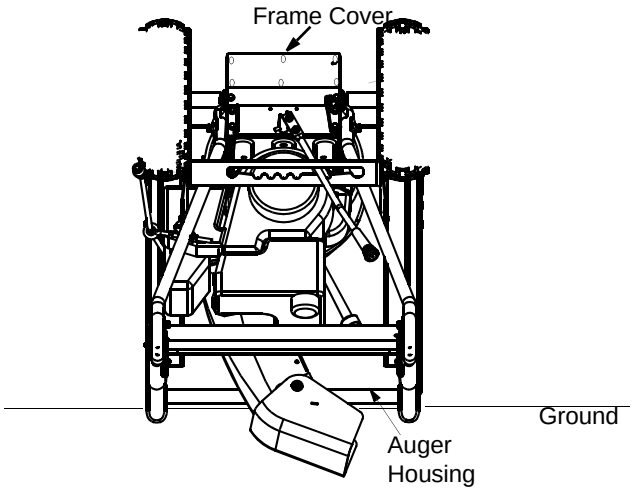

Figure 17
2. Tip the snow thrower up and forward, so that it rests on the housing. See Figure 17. Remove the six self-tapping screws from the frame cover underneath the snow thrower.
1. Drain gasoline and engine oil from the snow thrower. Place plastic film under the gas cap if the snow thrower has already been operated. Tip the snow thrower so that it rests on the auger housing. See Figure 17.
2. Remove the frame cover underneath the snow thrower by removing six self-tapping screws. For location of the frame cover, see Figure 17.